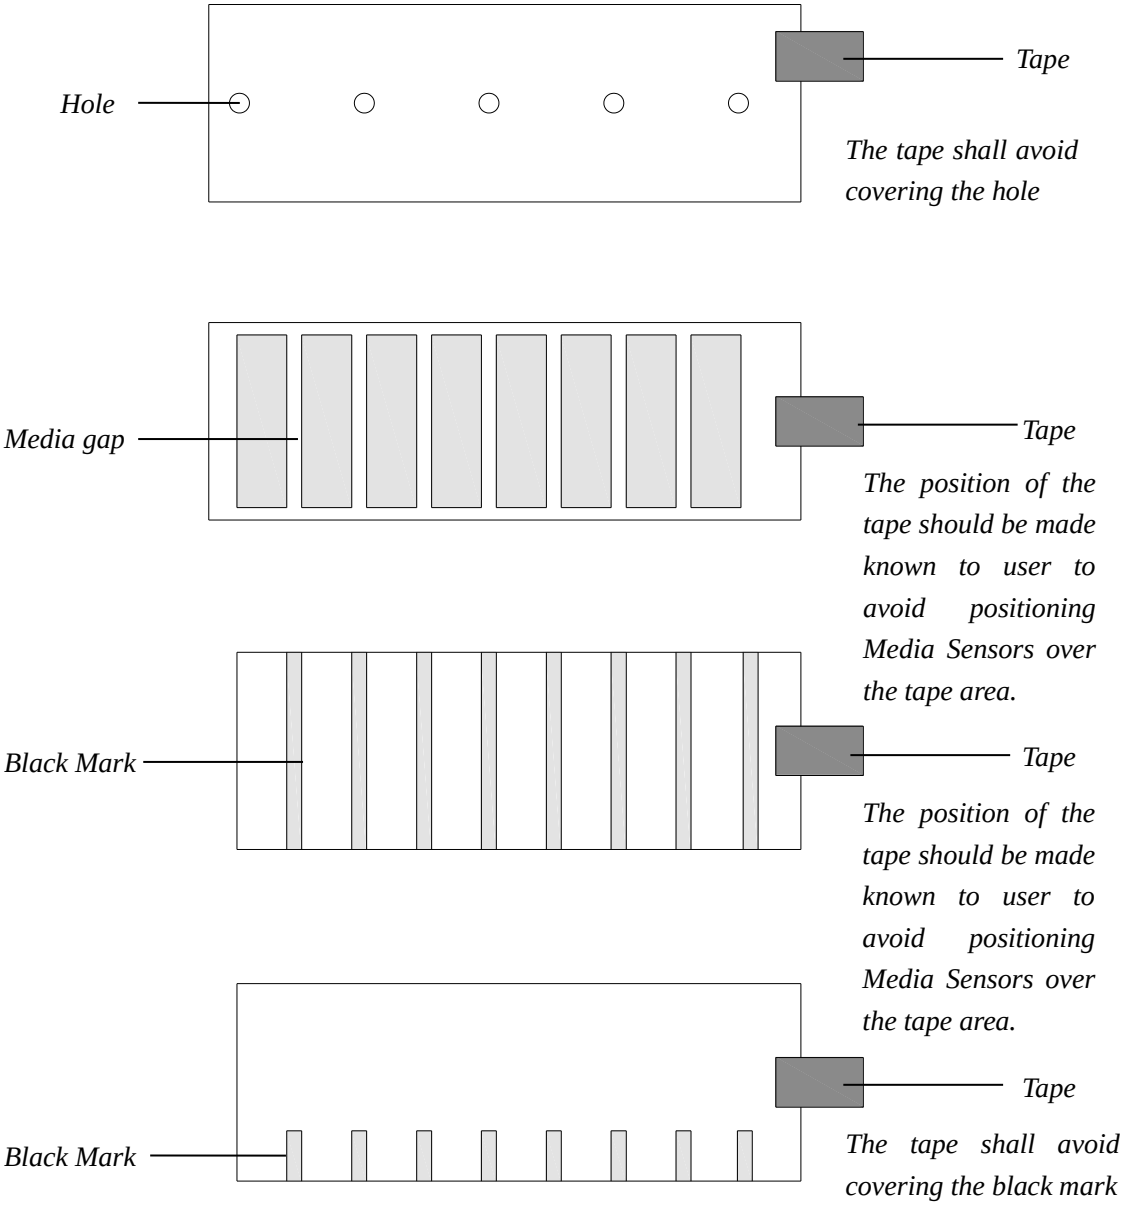

Figure 2-44 End-fixing Tape Position
- *When roll media is produced, the media end would be fixed on the media core with duct tape or scotch tape. If your printer cannot detect the Media Out signal well, please refer to Figure 2-44 to check the position of the tape.*